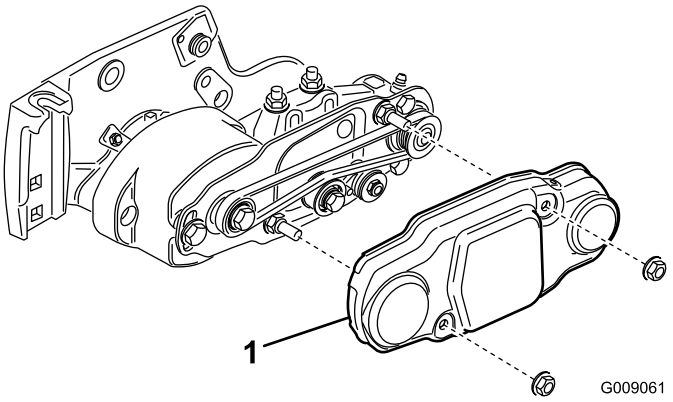

Figura 15
3. Retire las 2 tuercas de montaje de la cubierta de la polea del cepillo, y retire la cubierta (Figura 15).